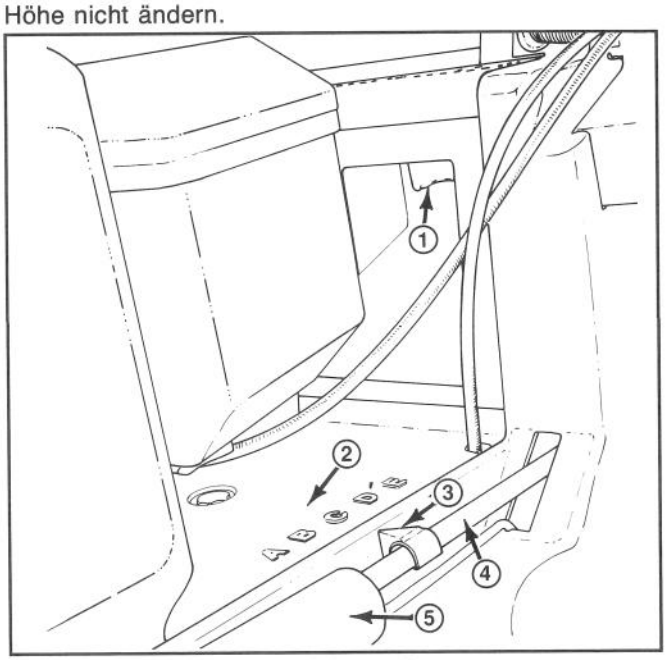

Abbildung 13
2. Den Hebel für die schnitthöheneinstellung mit einem oder zwei Fingern drücken (Abb. 13).